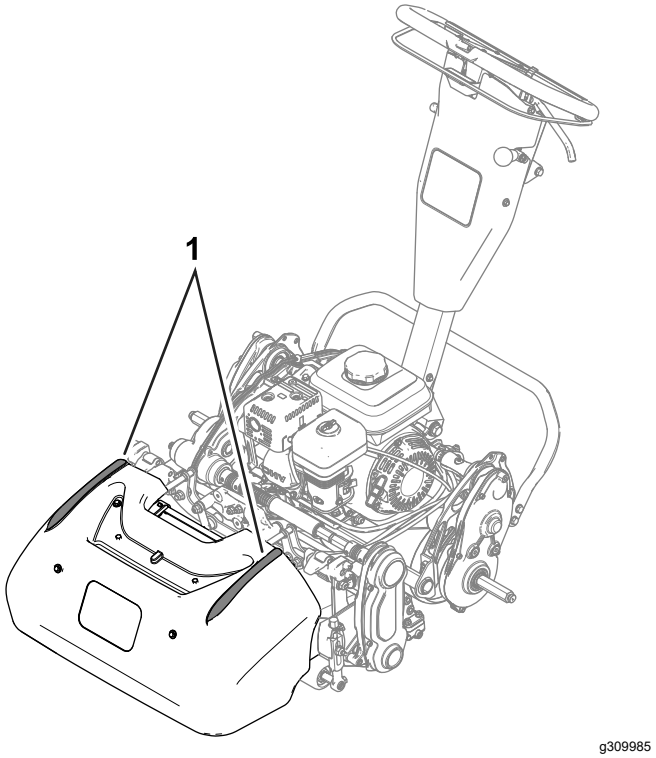

Figur 20
- Använd inriktningsränderna på korgen som hjälp för att klippa i en rak linje tvärsöver greenen och hålla maskinen på samma avstånd från kanten på föregående klippning (Figur 20).